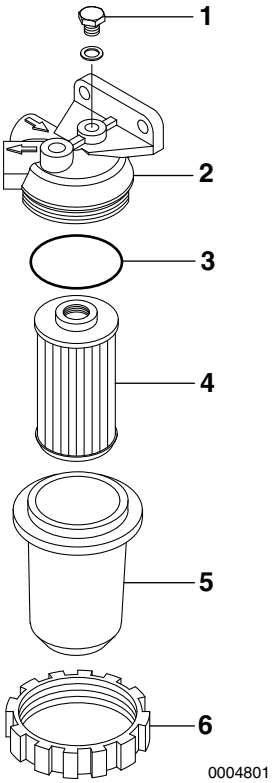

Figur 4
3. Løsn udluftningsskruen **(Figur 4, (1))** 2 til 3 omgange.